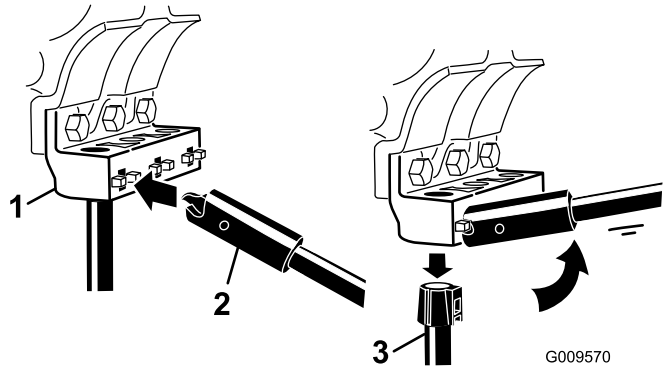

Figure 5
2. Insert the QuickChange tool into the sleeve window (Figure 5). The best leverage is attained with full engagement of tool. Do not use an extension bar for the extraction of tines